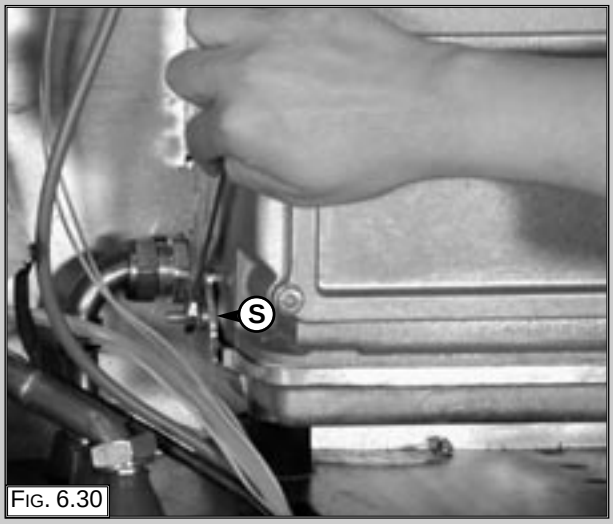

Fig. 6.30
2. Remove the nuts “S” (Fig. 6.30);